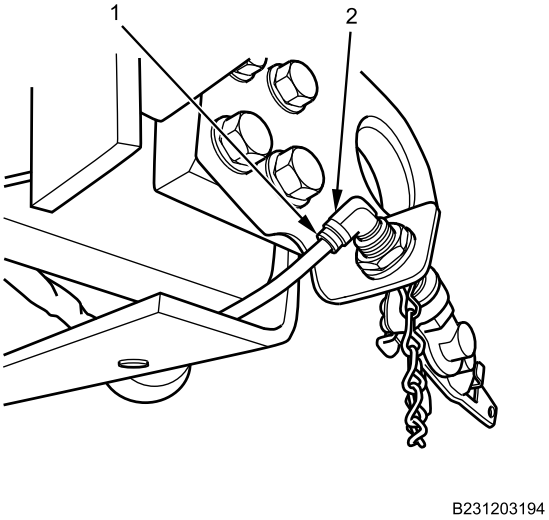

Figure 12. Left Gladhand Air Hose.
14. Connect air line (Figure 12, Item 1) on left gladhand fitting (Figure 12, Item 2).